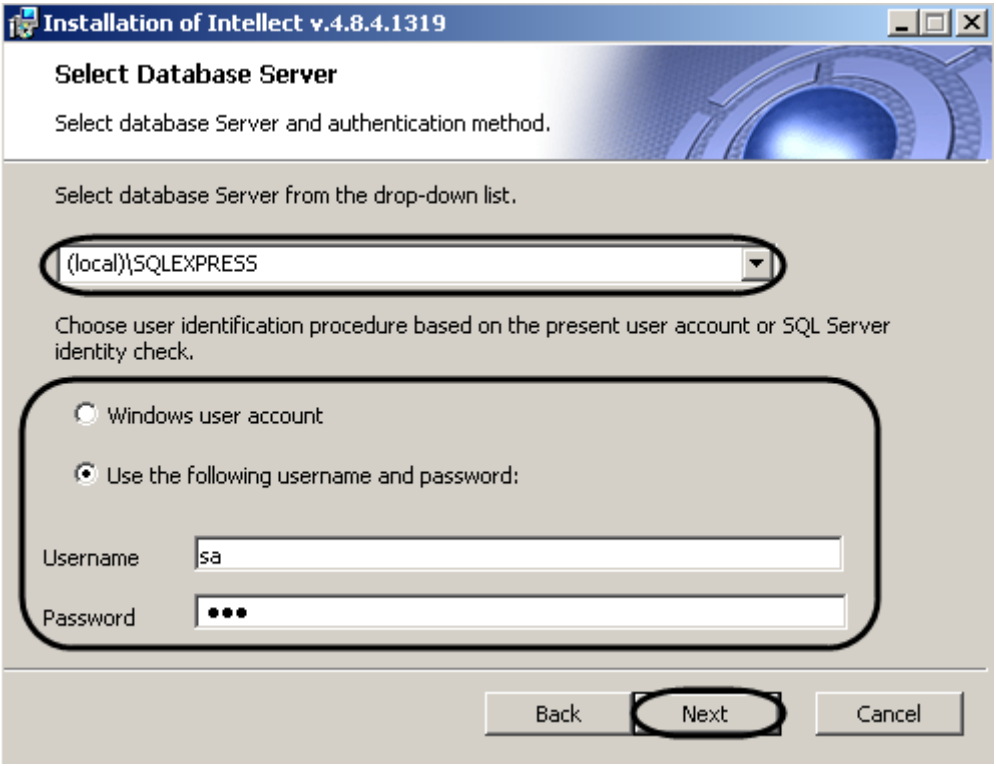

Figure 5.1-16 Database server selection dialog window
The dialog box of database server selection is displayed (Figure 5.1-16).
19. Select the SQL-server using the drop-down list (Figure 5.1-16).
Ways of authorization performed in the dialog box (Figure 5.1-16, Table 5.1-1).
21. To continue the installation, click the "Next" button (Figure 5.1-16)